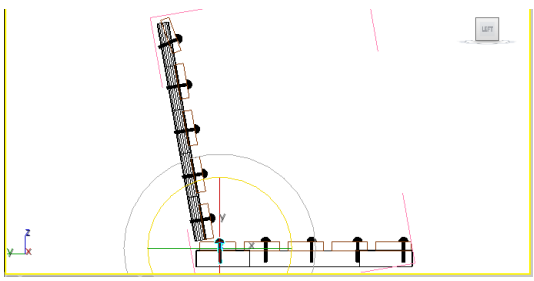

Figure 2-95 *Rotating rivet in the Left viewport*
11. Select the rivet which is near *horizontal back support* and choose the **Select and Rotate** tool. Move the cursor over the Z-axis. Now, press the left mouse button and drag the cursor in the clockwise direction to rotate it until the angle of rotation in the **Z** spinner in the coordinate display becomes around **-15**, refer to Figure 2-95.